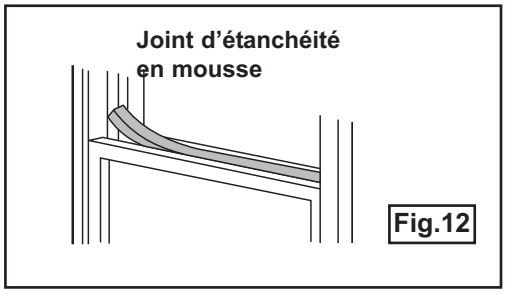

Fig.12
5. Coupez le joint d'étanchéité en mousse à la longueur appropriée et scellez l'espace ouvert entre le châssis supérieur et le châssis extérieur de la fenêtre. Tel qu'illustré dans la fig. 12.